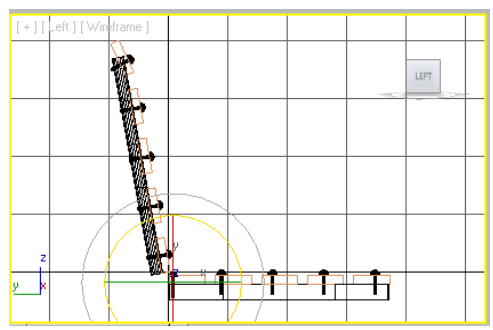

Figure 3-63 *Rotating the rivet in the Left viewport*
11. Select the rivet which is near the *horizontal back support* and invoke the **Select and Rotate** tool. Move the cursor over the Z-axis. Now, press the left mouse button and drag the cursor in the clockwise direction to rotate the rivet until the angle of rotation in the Z spinner of the coordinate display becomes **-87**, refer to Figure 3-63.